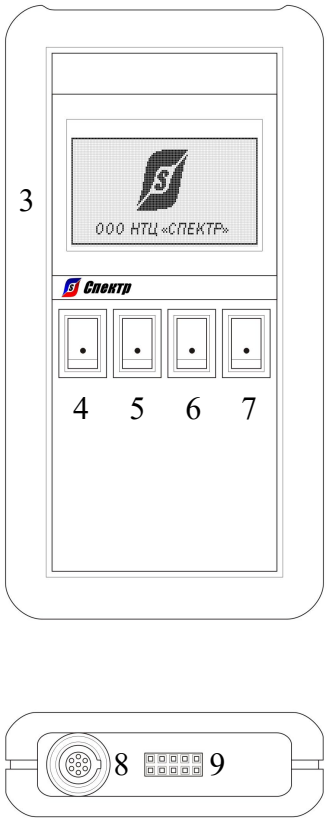
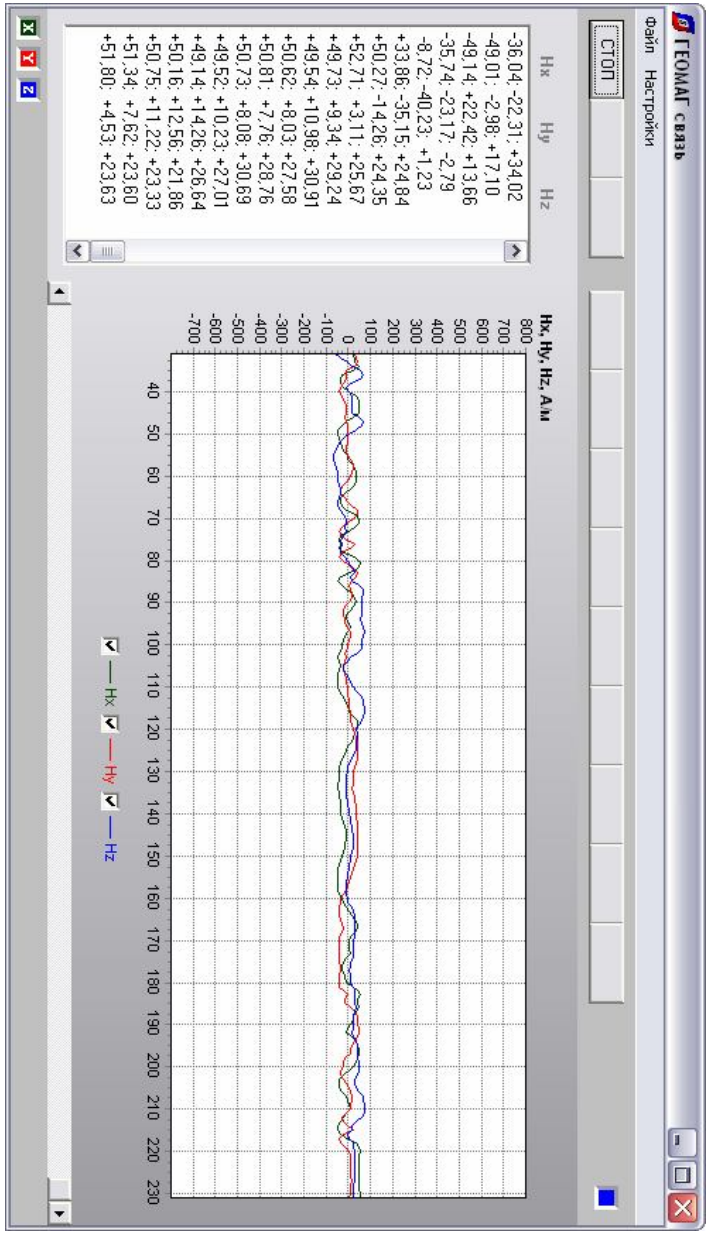

Рис.3.3. Расположение органов управления и разъемов электронного блока трехкомпонентного геофизического магнитометра
Рис.6.1. Главное окно программы «ГЕОМАГ связь»
кнопка включения питания 4, кнопка включения подсветки экрана прибора 5, кнопка выбора единицы измерения напряженности магнитного поля (А/м или Гс) 6 и кнопка удержания показаний на экране 7 (рис.3.3).
3.3.4. В верхней части корпуса электронного блока находится панель разъемов (рис.3.3).
При включении кнопки 4 на экране магнитометра на короткое время появляется логотип ООО «НТЦ «Спектр» (рис.3.3).
5.4. Включить магнитометр, нажав кнопку питания 4 (рис.3.3). При этом на экране магнитометра, появится логотип ООО «НТЦ «Спектр», затем установится показание измеренного значения индукции постоянного магнитного поля.
5.5. При условиях плохой освещенности, для улучшения видимости показаний на экране магнитометра, включить кнопку подсветки экрана 5 (рис.3.3).
6.1.3. Для перехода в режим динамических измерений магнитометра включить передачу измеренных данных по беспроводному каналу связи Bluetooth при помощи кнопки 6 (рис.3.3) и установить соединение с магнитометром с помощью программы «ГЕОМАГ связь» (см. п. 6.2).
6.1.4. Для перехода в режим статических измерений магнитометра отключить кнопку 6 (рис.3.3).
6.2.2. Для удержания результатов измерения компонент напряженности магнитного поля на экране магнитометра включить кнопку 7 (рис.3.3).
6.2.3. При работе в динамическом режиме измерений включить передачу измеренных данных по беспроводному каналу связи Bluetooth при помощи кнопки 6 (рис.3.3) и установить соединение с магнитометром с помощью программы «ГЕОМАГ связь», главное окно которой приводится на рис.6.1.
6.2.7. Выбрать нужный порт из списка и нажать ОК. Окно настроек виртуального COM-порта автоматически закроется, при этом главное окно программы «ГЕОМАГ связь» начнет непрерывно заполняться показаниями. При этом начнет непрерывно мигать индикатор состояния беспроводной передачи данных в правом верхнем углу окна (рис.6.1).
6.2.8. Для остановки измерений нажать кнопку 7 магнитометра (рис.3.3), либо кнопку «СТОП» на главном окне программы «ГЕОМАГ связь» (рис.6.1). При этом индикатор состояния беспроводной передачи данных перестанет мигать.